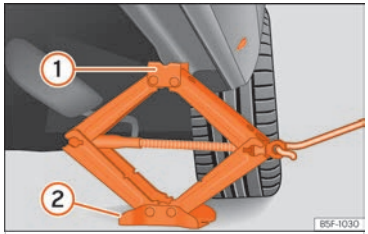

Fig. 229 Crossbar: mounting the jack on the vehicle.
- Turn the jack crank handle, located below the strut support point, to raise it until the tab ① ››› Fig. 229 is below the housing that is provided.
- Align the jack so that the tab ① "grips" onto the housing provided on the cross member and the mobile base ② is resting on the ground. The base plate ② should fall vertically with respect to the support point ① .